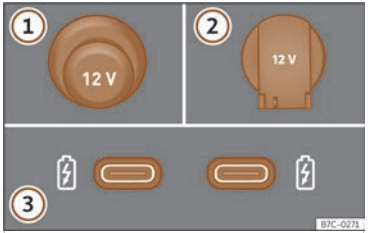

Fig. 152 Tomas de corriente de 12 voltios del vehículo.
››› **fig. 152**
En función del equipamiento y del país, el vehículo puede disponer también de conectores USB con función **exclusivamente de carga o toma de corriente** ››› **fig. 152** ③.